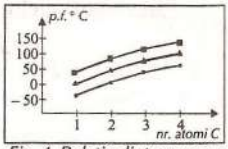

Fig. 4. Relaţia dintre punctele de fierbere ale halogenoalcanilor şi ale atomilor de carbon din moleculă
2. Variaţia valorilor punctelor de fierbere în funcţie de numărul atomilor de carbon este prezentată în fig. 4. Creşterea punctelor de fierbere odată cu numărul atomilor de carbon se explică prin tăria forţelor van der Waals, care sunt mai puternice la compuşii halogenaţi cu catene mai lungi.